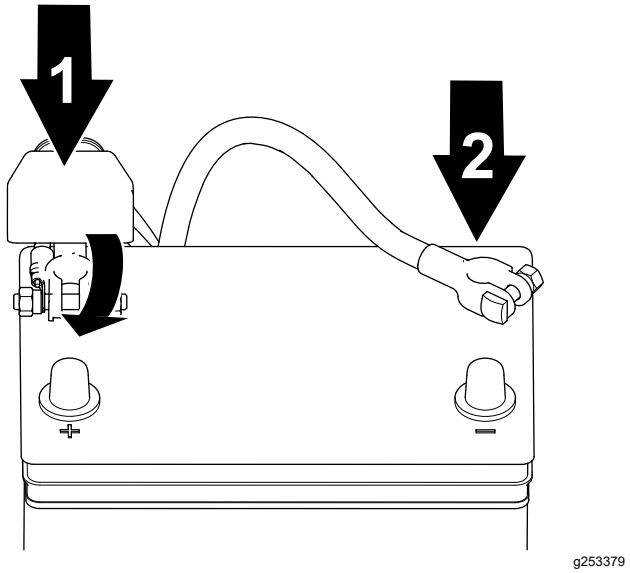

Figur 35
1. Anslut pluskabeln till batteriet och dra åt batteriklämmans mutter (Figur 35).
2. Anslut minuskabeln till batteriet och dra åt batteriklämmans mutter (Figur 35).